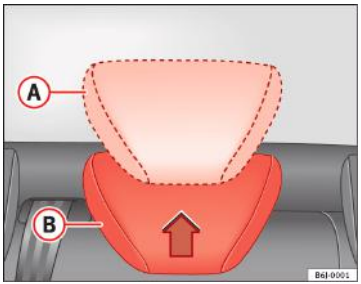

Fig. 5 Reglarea tetierelor locurilor din spate
- Poziția ridicată sau poziția de utilizare Ⓐ ⇒fig. 5. În această poziție tetiera este utilizată normal, protejând, împreună cu centura de siguranță, ocupantul locului din spate.
- Poziția de repaus Ⓑ ⇒fig. 5. Această poziție oferă şoferului o vizibilitate mai bună în spate.